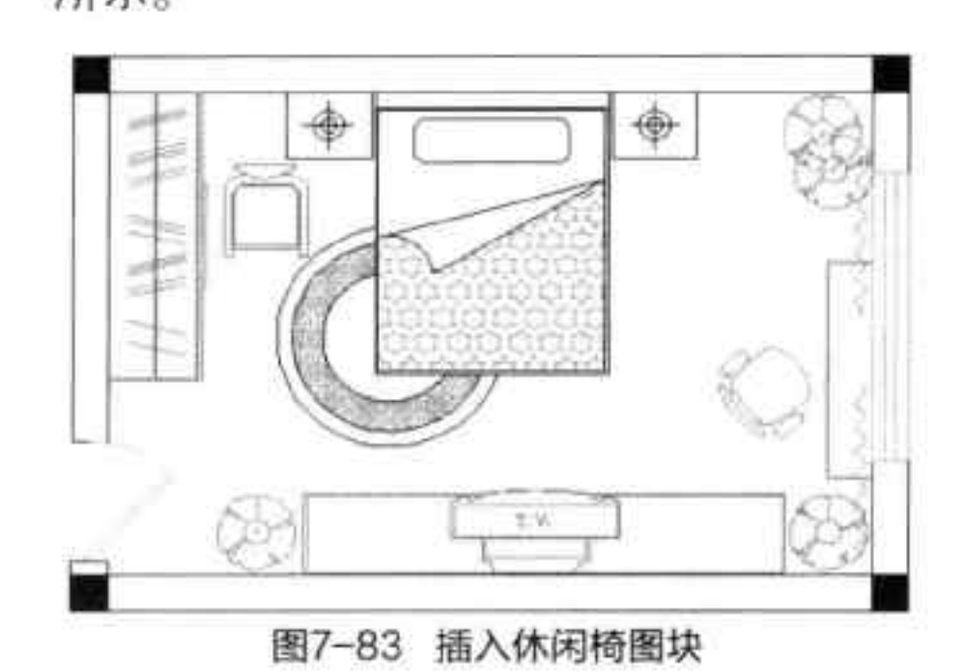

图7-83 插入休闲椅图块
Step17 再次执行“插入”命令，将休闲椅图块插入至图形合适位置，如图 7-83 所示。